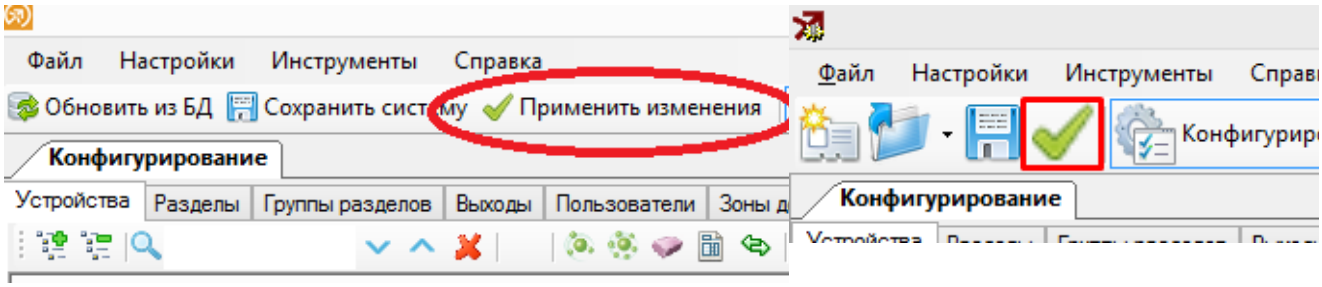

Рисунок 6.2
6.2.7 На вкладке "Зоны" перетащить ИО из окна "Система" в нужную зону. Нажать "Применить изменения" (см. Рисунок 6.2).